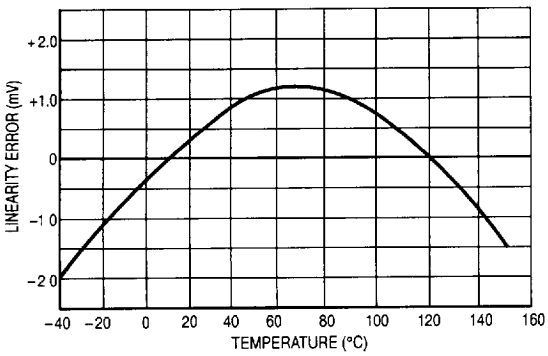

Figure 4. Linearity Error versus Temperature
2. All devices within an individual group, as described in Note 1, will track within the specified temperature accuracy. This includes variations in T_C, V_{BE}, and nonlinearity in the range −40 to +150°C. Nonlinearity is typically less than ±1°C in this range. (See Figure 4)